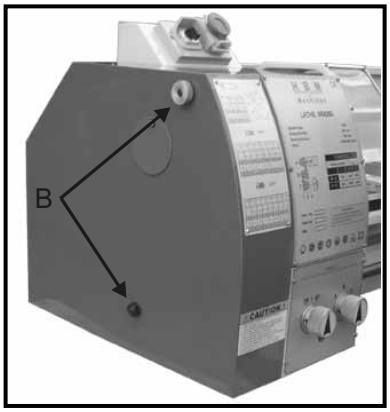

Fig. 19
1. Unscrew the two fastening knobs (B, Fig.19) and remove the protective cover.